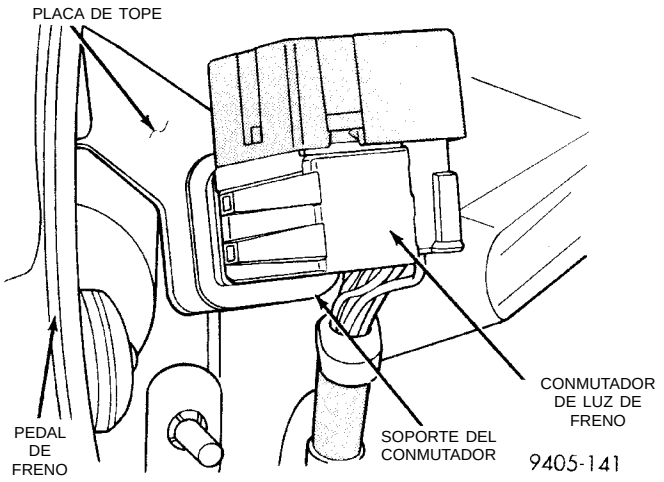

Fig. 183 Posición del conmutador de luz de stop en el vehículo
PRECAUCION: No aplique una fuerza excesiva cuando tire hacia atrás del pedal de freno para ajustar el conmutador de luz de stop. Si se hiciera, podría dañar el reforzador del vacío del freno, el conmutador de luz de stop o la placa de tope (Fig. 183).
(5) Conecte el conector del mazo de cableado al conmutador de luz de stop.
(6) Tire suavemente hacia atrás del pedal de freno hasta que el pedal deje de moverse. Esto hará que el vástago del conmutador (Fig. 183) se encaje hacia atrás en la posición correcta.